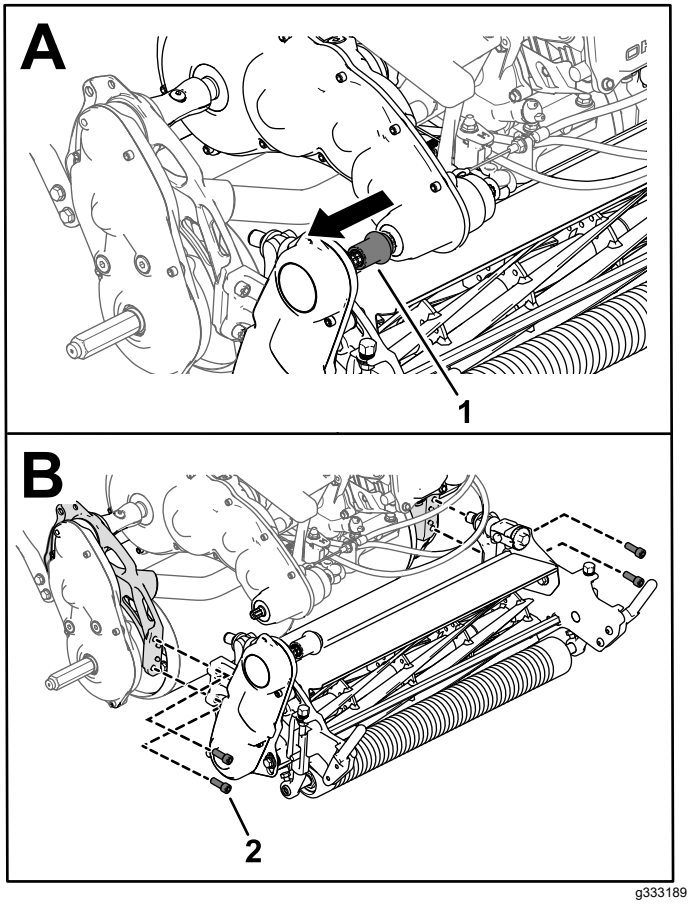

Figur 51
3. Slip klippeenhedens drivkobling fra transmissionens drivaksel (Figur 51).
4. Fjern de unbrakoskruer, der fastgør klippeenheden til stellet (Figur 51).